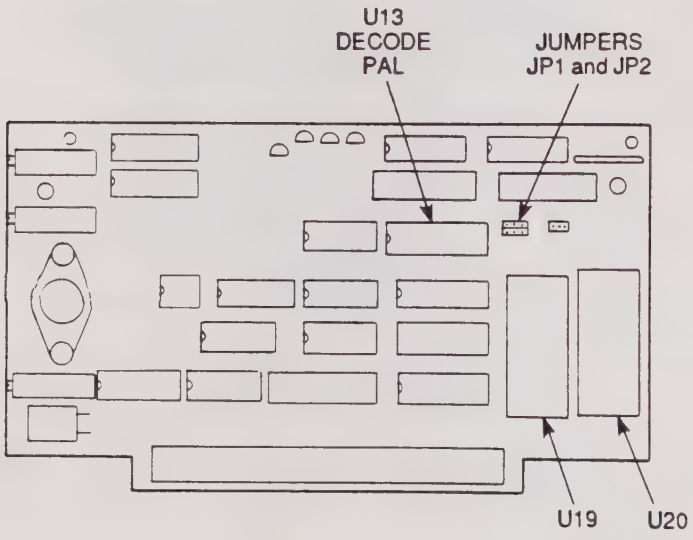

Figure 4. Update Component Location
9. Set the 701-2126 memory board so the component side faces up (figure 4) in preparation for the Software Update Kit installation.